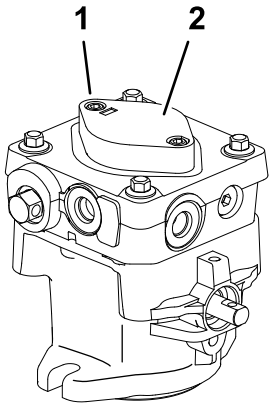

Figur 54
B. Lossa de två insexhuvudskruvarna (Figur 54) högst 1 ½ varv.